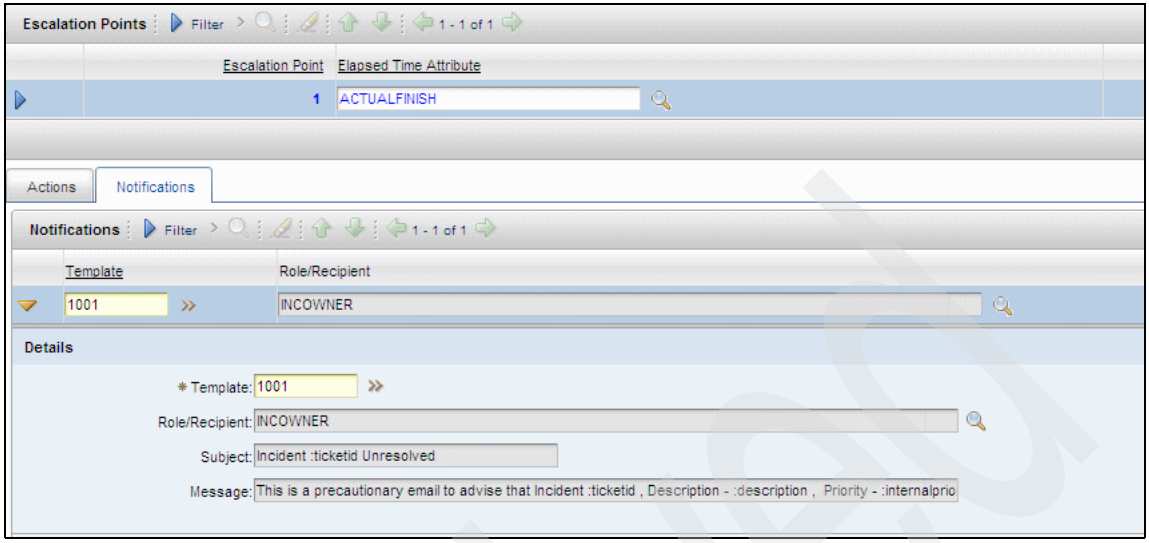

Figure 3-64 Create an escalation
5. You create notifications for the escalation using the Communication Templates. Under Notifications Sub tab, click **New Row**. In the Template Field Detail Menu, click **Select Value** to select a value or go to **Communication Templates** and create a new one. For this example, select template **Incident Unresolved**, as shown in Figure 3-64 on page 72.